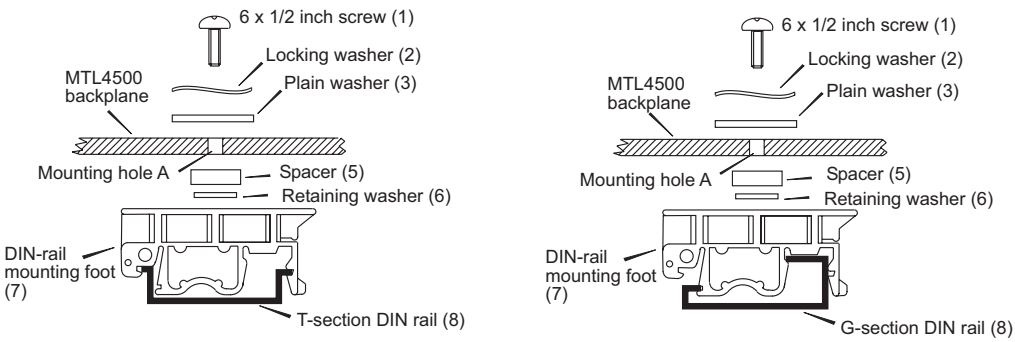

Figure 4.3: Mounting a backplane onto 'T' or 'G' section DIN rail
b) With reference to Figure 4.3, clip the appropriate number of mounting feet (7) to the DIN rail (8) at centres 'A' (4 for each 4/8-way, 6 for each 16-way and 8 for each 24-way backplane) (Figure 4.3).
c) Select the appropriate number of No. 6 x 1/2-inch screws (1) and fit each with a locking washer (2) and a plain washer (3) (Figure 4.3).
e) Fit spacers (5), retaining them with the washers (6) (Figure 4.3).
f) Locate the assemblies over the mounting feet and attach the screws (1) to the feet (Figure 4.3).